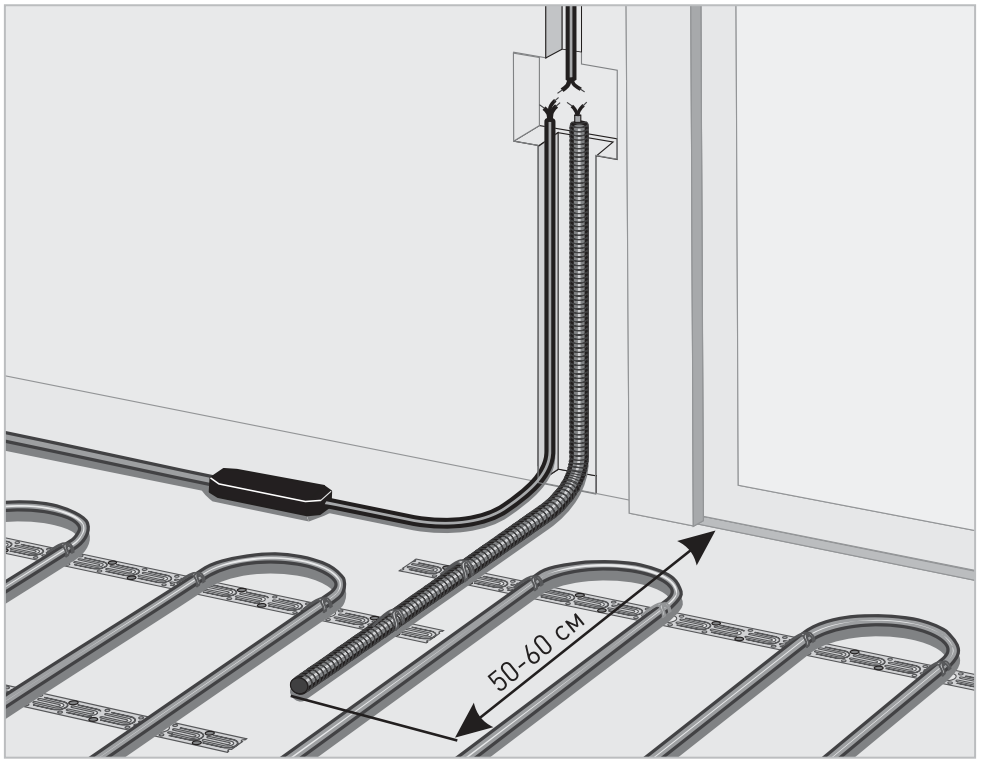

Рисунок 3. Монтаж датчика температуры пола
7.1.3. Гофрированная трубка с датчиком внутри располагается на уровне греющего кабеля, между его витками, на равном удалении от них, на расстоянии 50-60 см от стены (см. рис. 3).